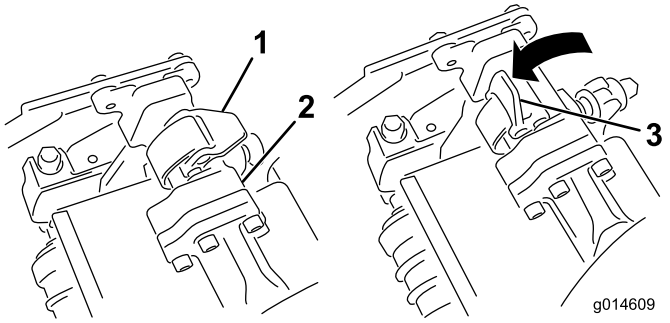
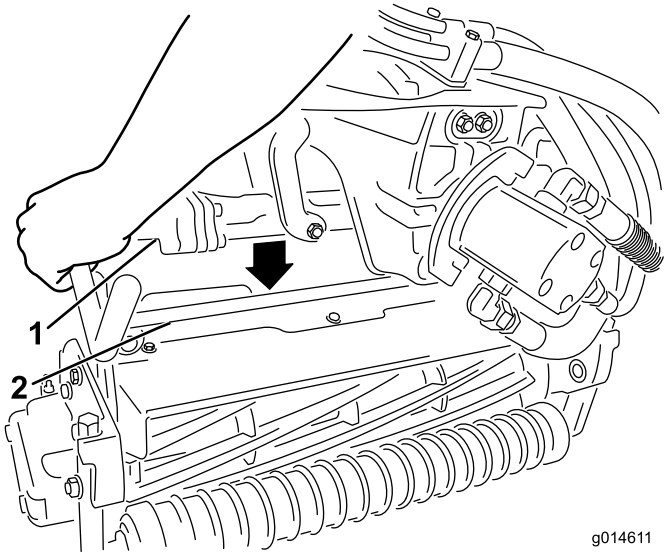

Figur 36
Figur 37
4. Åpne låsene på hjulopphengsarmbøylen slik at de peker opp (dvs. at de er åpne) (Figur 36), og trykk hjulopphengsarmen ned så bøylen ligger over klippeenhetens bøyle (Figur 37).
5. Skyv låsene ned og rundt klippeenhetsbøylen og lås dem slik at de sitter på plass(Figur 36).
5. Åpne låsene på hjulopphengsarmbøylen til klippeenheten du skal fjerne (Figur 36).